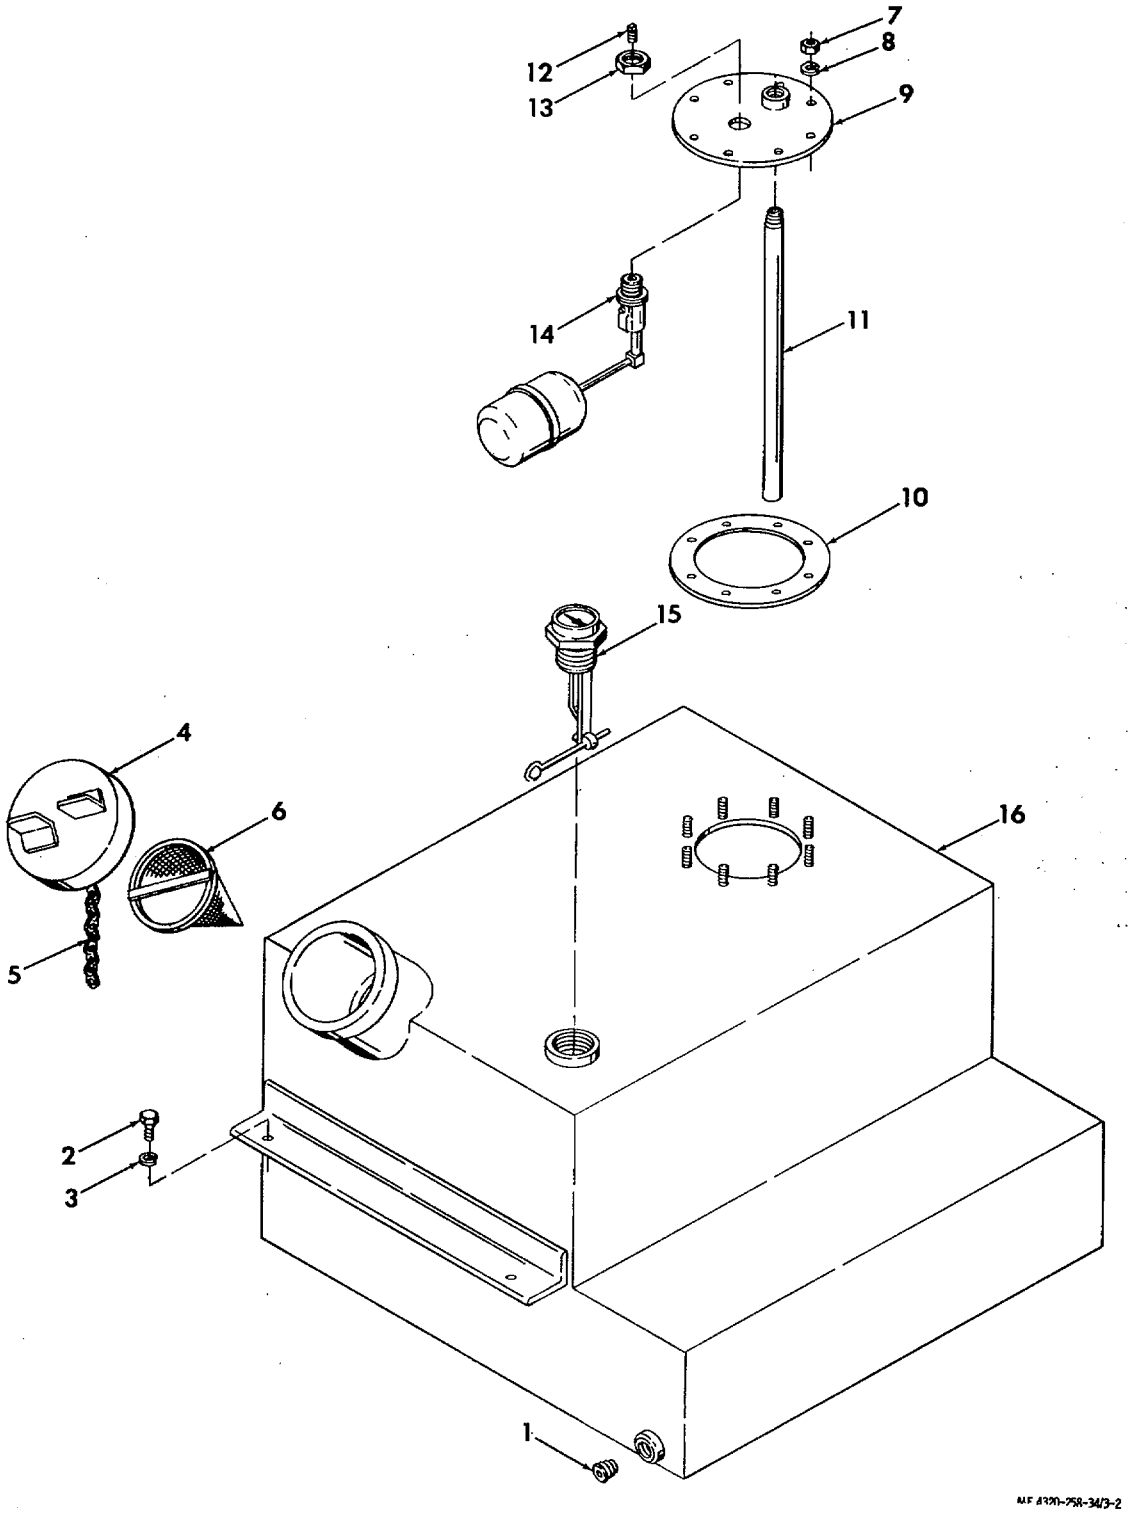

Figure 3-2. Fuel tank, exploded view.
(1) Disconnect the fuel lines and fittings from the fuel tank (TM 5-4320-258-12)
(2) Remove the battery box from the skid base.
(3) Remove the drain plug (1, fig. 3-2) from the bottom of the fuel tank and catch the fuel in a suitable container.
KEY to fig. 3-2:
(4) Remove the four bolts and lock washers that secure the fuel tank to the skid 'base. Remove the fuel tank.
(5) Disassemble the fuel tank as shown in figure 3-2.
(4) Inspect the fuel level gage for free operation of the float valve and proper registration of the level indicator. Replace if damaged.
c. Installation. Install the fuel tank by reversing the removal procedure. Refer to figure 3-2.